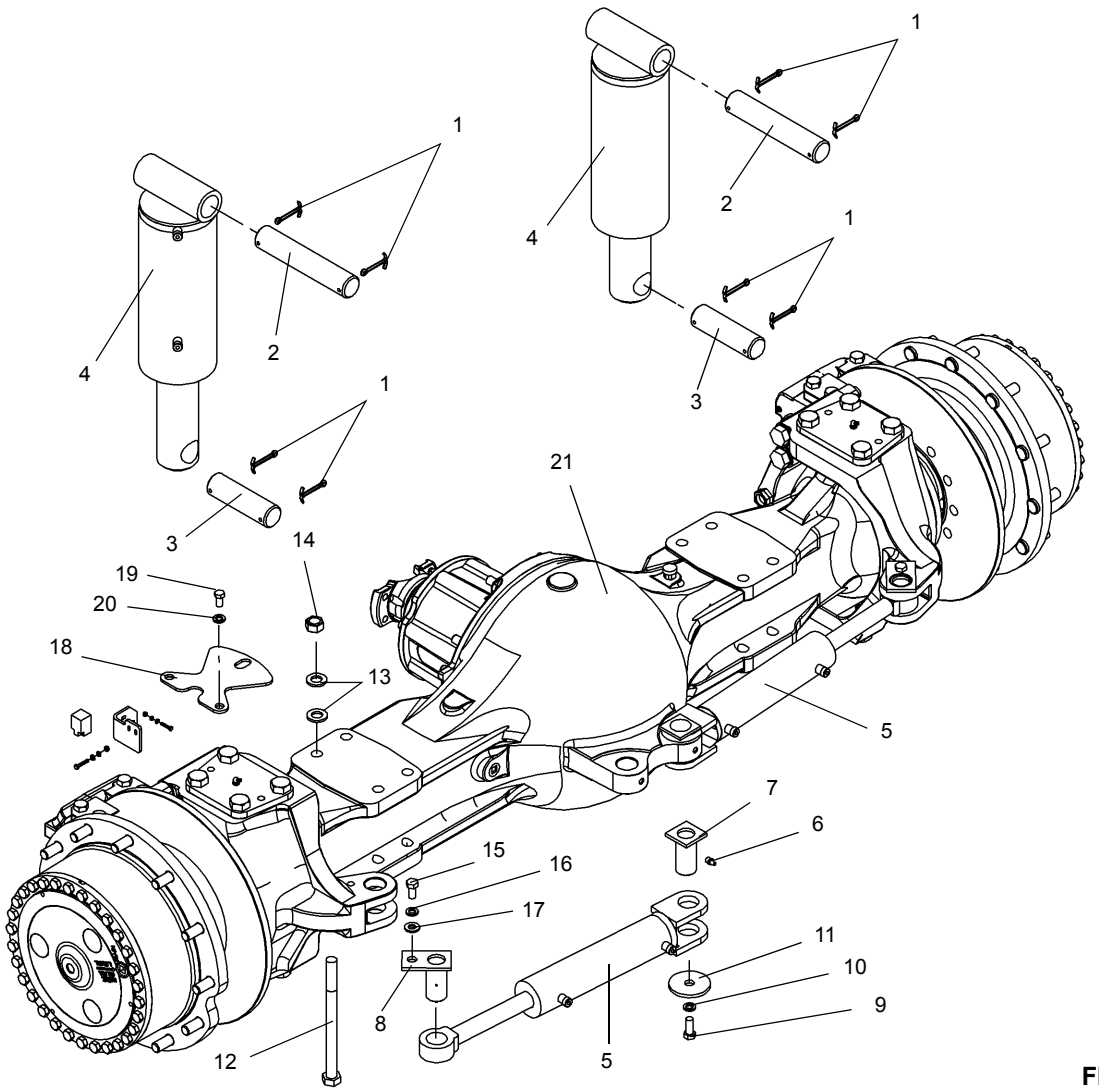
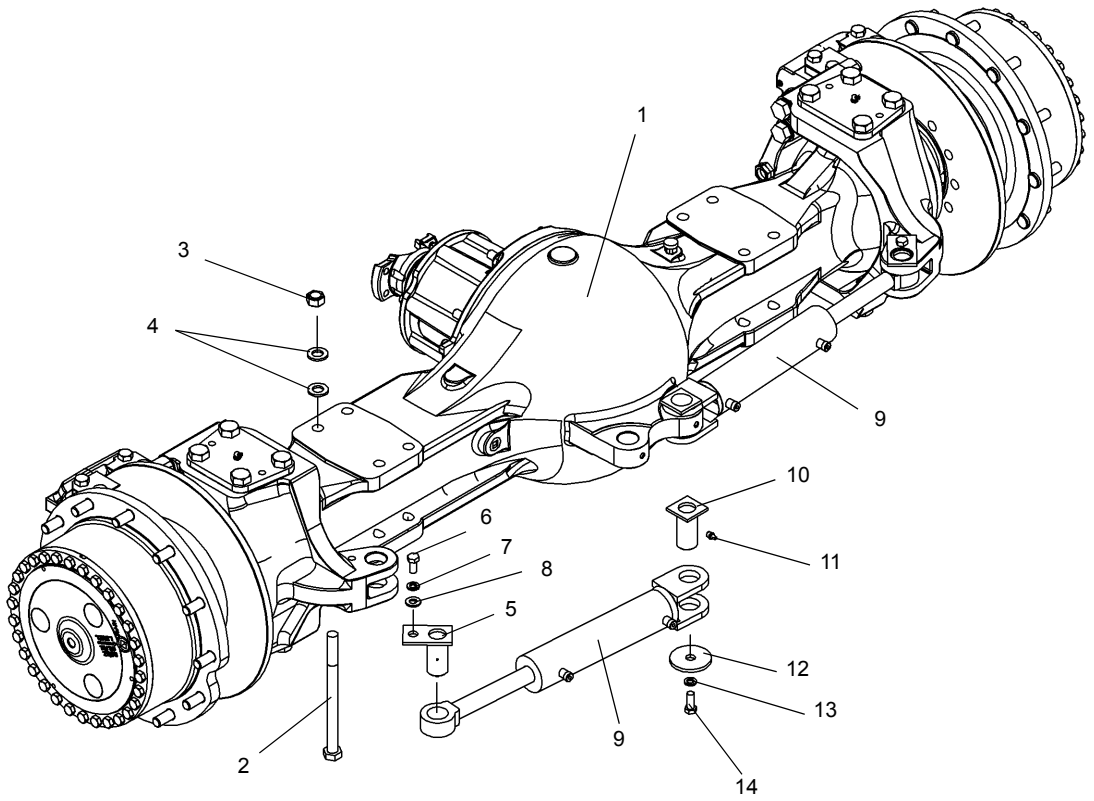

FIGURA 8-1
FIGURA 8-2
9. Saque las ocho tuercas, arandelas y pernos que fijan el eje al chasis/marco (Figura 8-1) y (Figura 8-2).